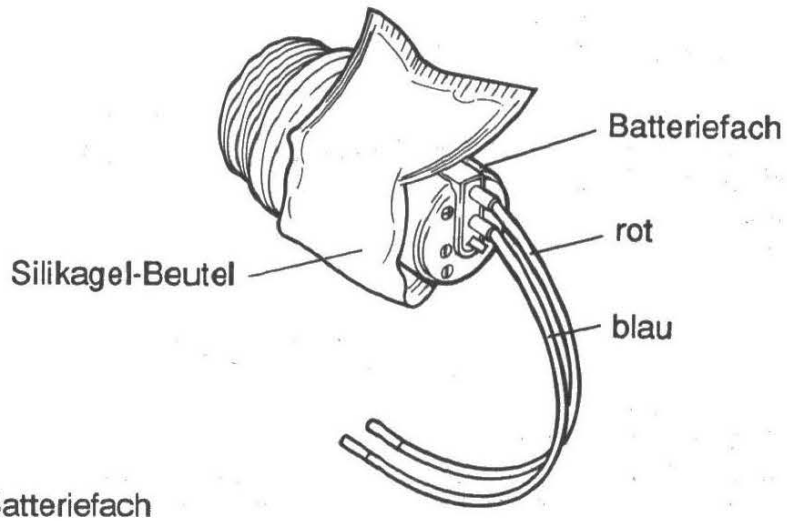

Fig 26 Batteriefach
- Silikagelbeutel über Batteriefach legen, siehe Fig 26
Wenn der Feuchtigkeitsindikator ersetzt werden muss, so muss unbedingt auch der Silikagelbeutel ersetzt werden, Lage des Beutels siehe Fig 26